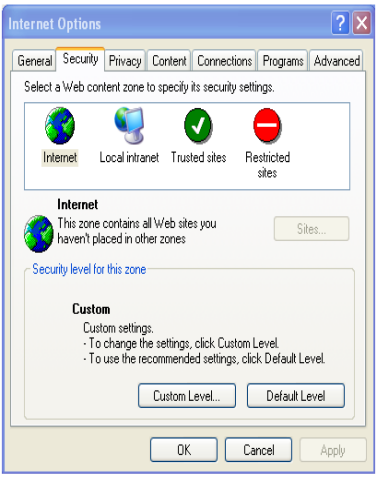

Fig 4-1
② Select Security------Custom Level….Refer to Fig 4-1.